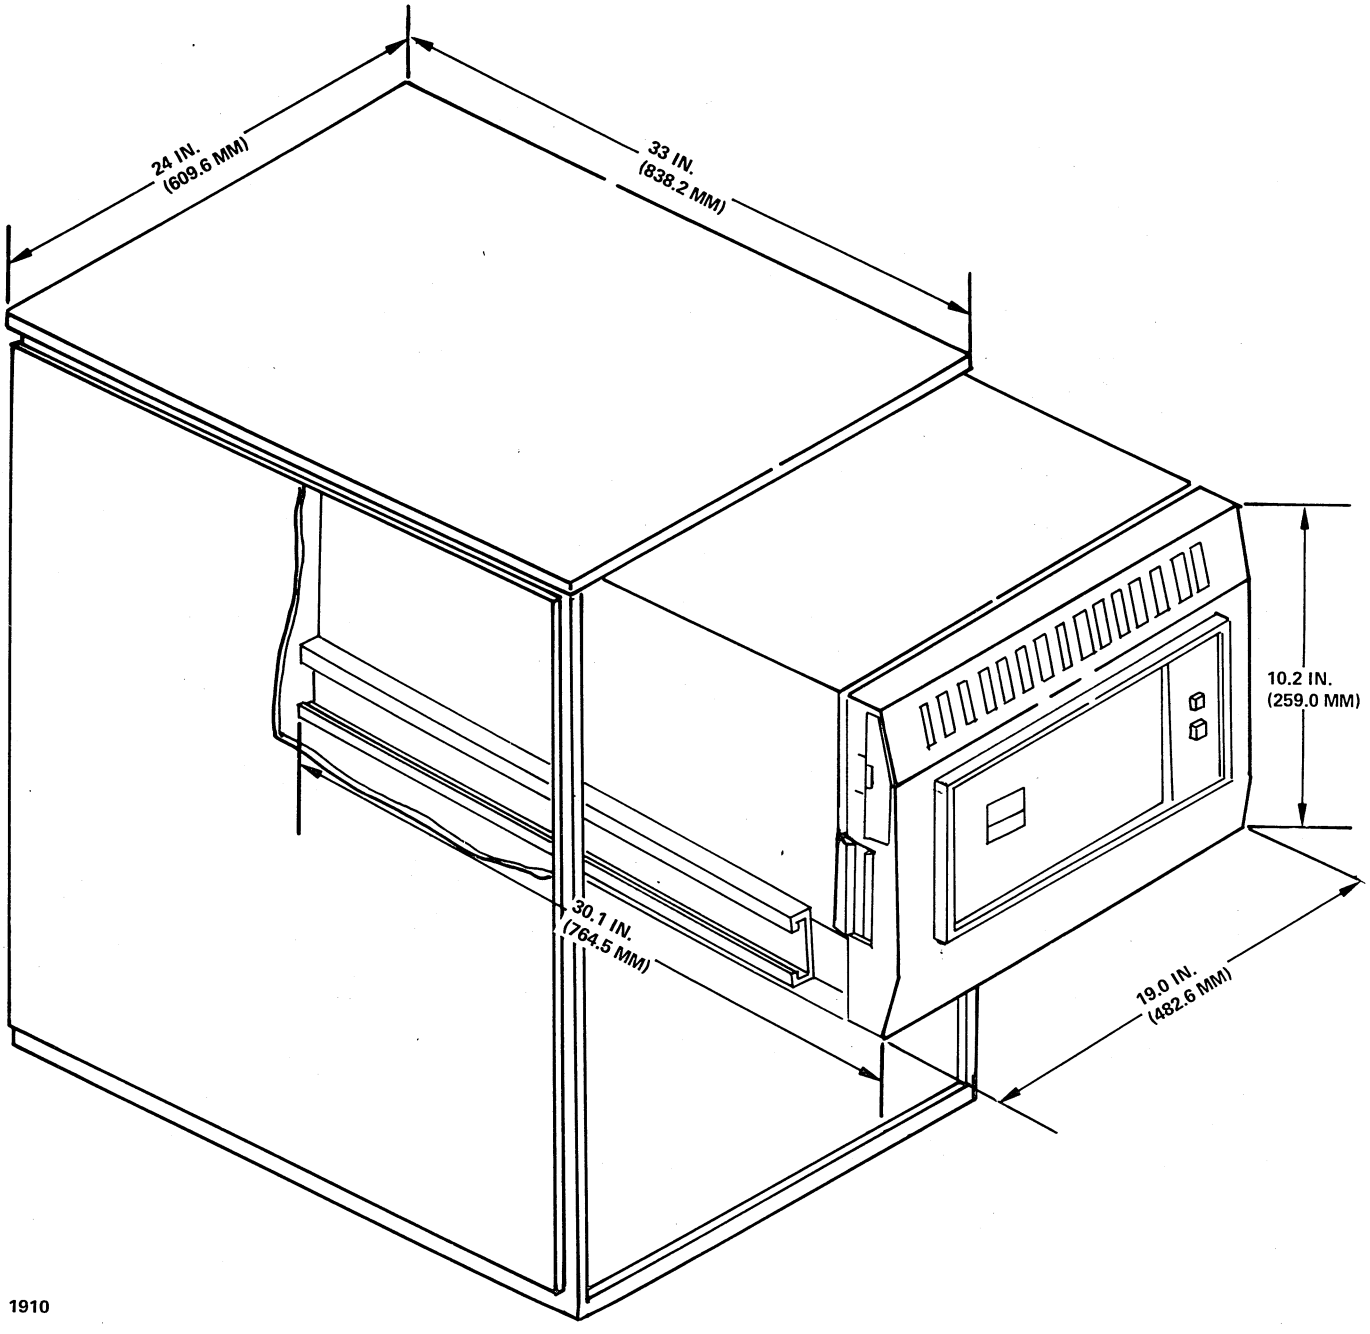
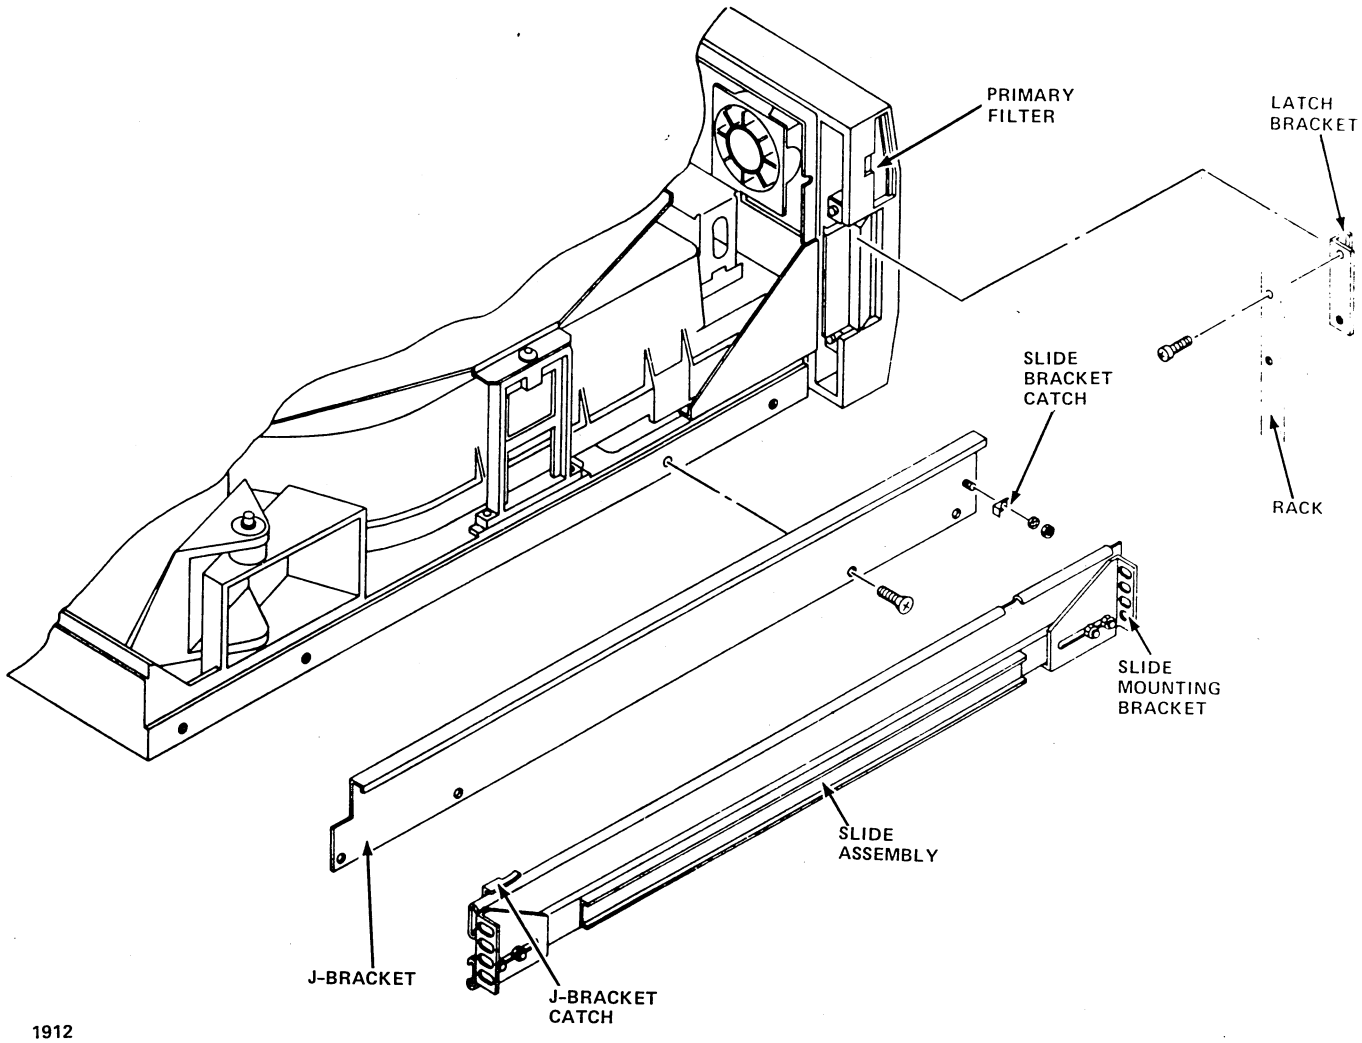

Figure 10-31. Mini-Module Drive Space Requirements
Figure 10-32. Mini-Module Drive Installation
The mini-module drive can be slide-mounted onto a 19-inch (483-millimeter) rack. The slide is available as an option and is furnished upon customer request. Figure 10-31 shows the BU281 Mass-Storage Cabinet 19-inch (483-millimeter) rack with the mini-module drive installed using the necessary hardware. Figure 10-32 shows the mounting hardware for the mini-module drive.
1. Disassemble the j-bracket and the slide assembly, which come assembled together. See figure 10-32.
2. Mount the j-brackets onto the mini-module drive cabinet using four screws for each bracket, as shown in figure 10-32.